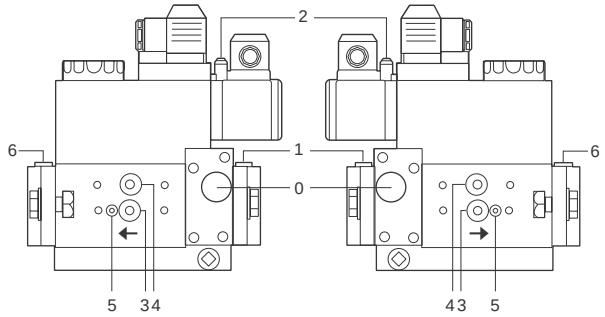

Fig. 56
- Pulizia filtri valvole gas (Fig. 56 e seguenti).